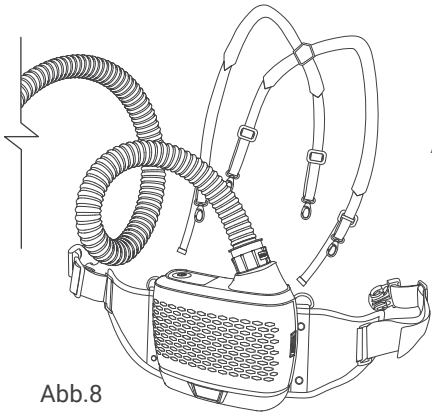
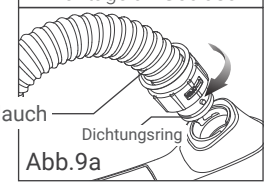

Abb.8
Abb.9a
- Überprüfen Sie immer das PAPR-Ende des Atemschlauchs, um sicherzustellen, dass der Gummi-Dichtring vorhanden ist; siehe Abb. 9a. Ersetzen Sie ihn, wenn er fehlt oder beschädigt ist.
Stecken Sie die beiden Stifte des Atemschlauchs in die Gebläseeinheit und die Aufnahme am Kopfteil (siehe Abb. 8) und drehen Sie sie um eine Viertelumdrehung entgegen der Richtung „OPEN“, um sie zu arretieren (siehe Abb. 9a).